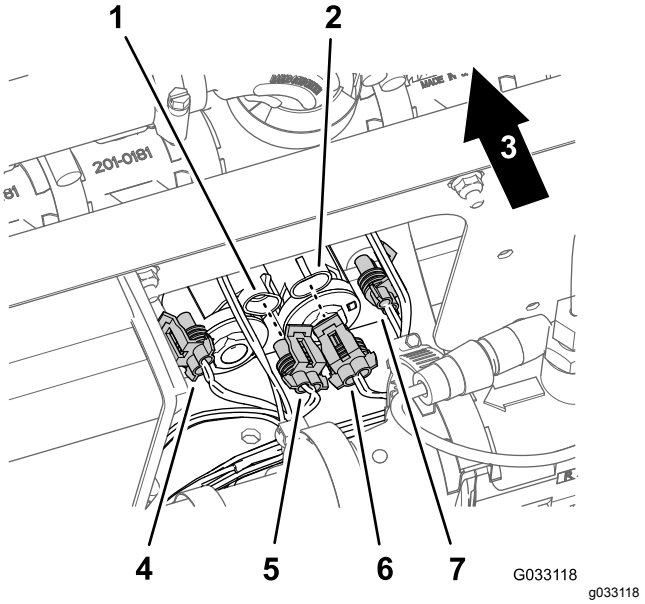

**Figur 177**
3. Frakobl konnektorerne med 2 ben på ledningsnetstikket for det soniske bomfinishingsæt (Figur 177) fra konnektorerne med 2 ben på løftecylindermanifoldens solenoider som følger: